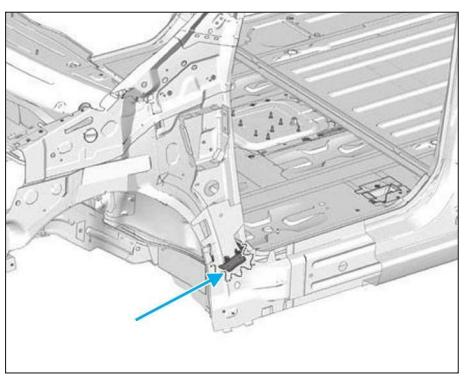

**FIG. 52**
• Positionner l'insert gonflant **(Fig.52)**.